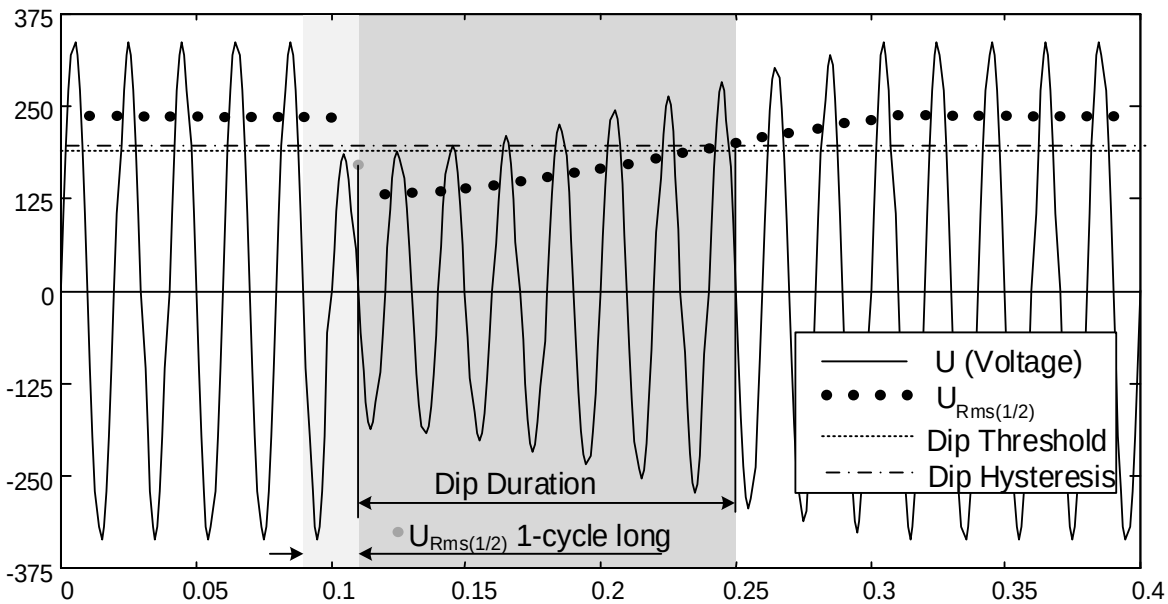
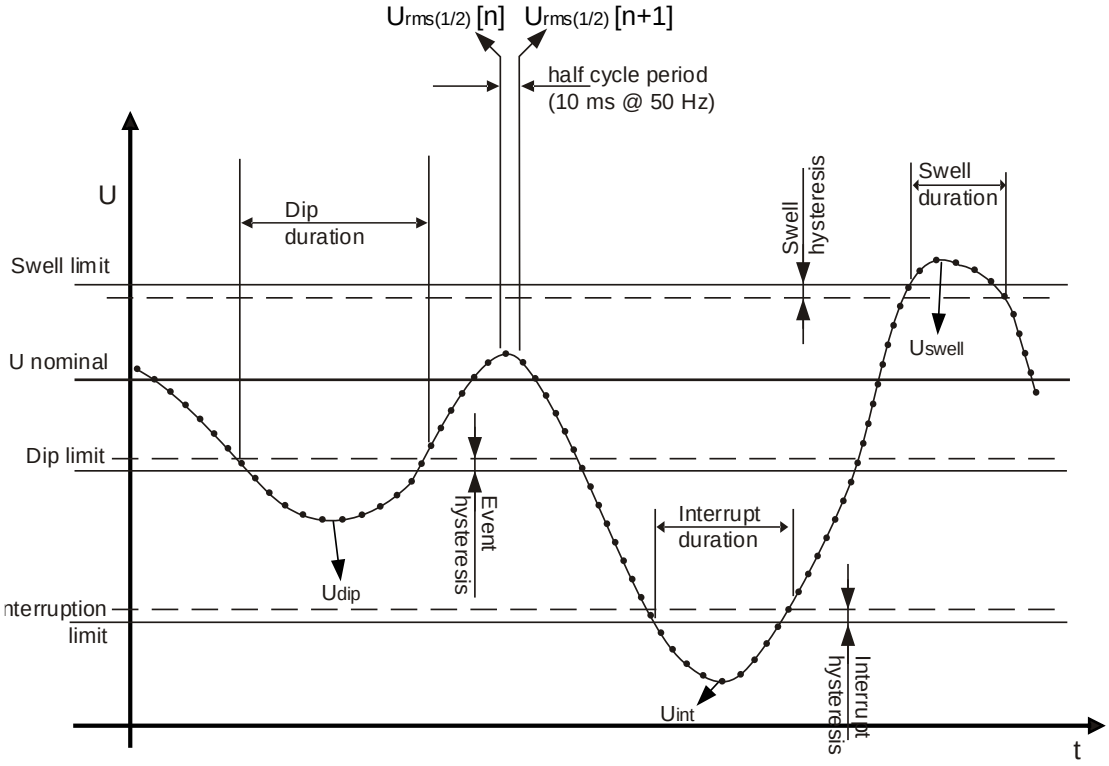

Figure 5.9:$U_{Rms(1/2)}$ 1-cycle measurement
Figure 5.10 Voltage events definition
- On single-phase system (Connection type: 1W), a voltage dip begins when the $U_{Rms(1/2)}$ voltage falls below the dip threshold, and ends when the $U_{Rms(1/2)}$ voltage is equal to or above the dip threshold plus the hysteresis voltage (*see Figure 5.10 and* Figure 5.9),.
- On single-phase system (Connection type: 1W) , a voltage swell begins when the $U_{Rms(1/2)}$ voltage rises above the swell threshold, and ends when the $U_{Rms(1/2)}$ voltage is equal to or below the swell threshold plus the hysteresis voltage (*see Figure 5.10 and* Figure 5.9),
- On single-phase system (1W), a voltage interruption begins when the $U_{Rms(1/2)}$ voltage falls below the voltage interruption threshold and ends when the $U_{Rms(1/2)}$ value is equal to, or greater than, the voltage interruption threshold plus the hysteresis (*see Figure 5.10 and* Figure 5.9),